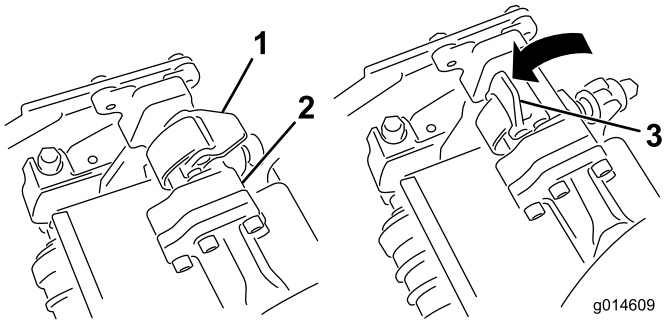
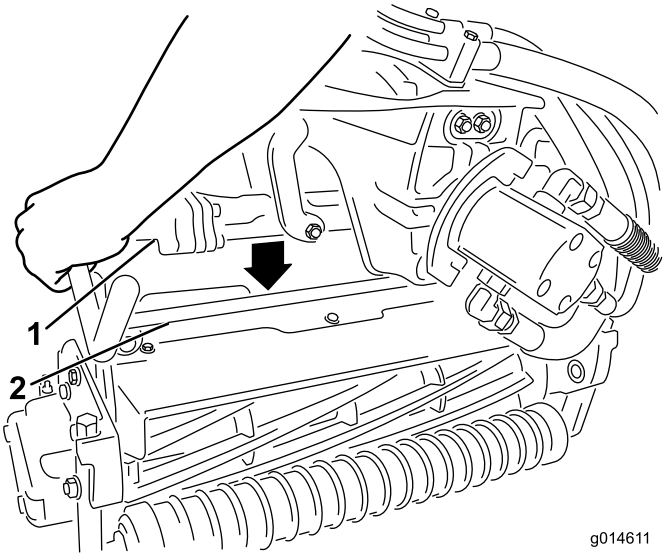

Figuur 36
Figuur 37
4. Zorg ervoor dat de vergrendelingen op de ophangarm omhoog wijzen (dus open staan) (Figuur 36), druk de ophangarm omlaag zodat de stang ervan over de stang aan de bovenkant van het maaidek valt (Figuur 37).
5. Sluit de vergrendelingen rond de stang van het maaidek en vergrendel ze (Figuur 36).
5. Open de vergrendelingen op de stang van de ophangarm van het maaidek dat u wilt verwijderen (Figuur 36).